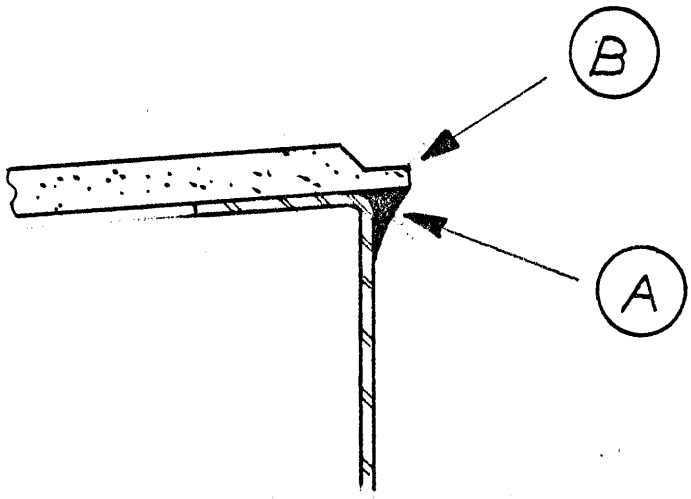

BILD 1
3. Den Winkel (A) unter der hinteren Auflagefläche des Bremsklappendeckels mit Schleifpapier anschleifen und mit Spachtelmasse ausfüllen (Bild 1)
4. Nach dem Aushärten der Spachtelmasse die Ausfüllung (A) glattschleifen und die obere Kante (B) brechen.
2. Der gespachtelte Übergang (A) muß ausgerundet sein und darf ein Ausfahren der Brems klappen nicht behindern (Bild 1). Das untere Bremsklappenblech muß nicht starr befestigt sein. Leichtes Kippen und Spiel in Tragflächenspannweite sind zulässig. Bei Simulation der Luftkraft, etwa 30 N, ≈ 3 kp im unteren Bereich der Bremsklappe muß sich diese am hinteren Bremsklappenkastenrand anlegen.